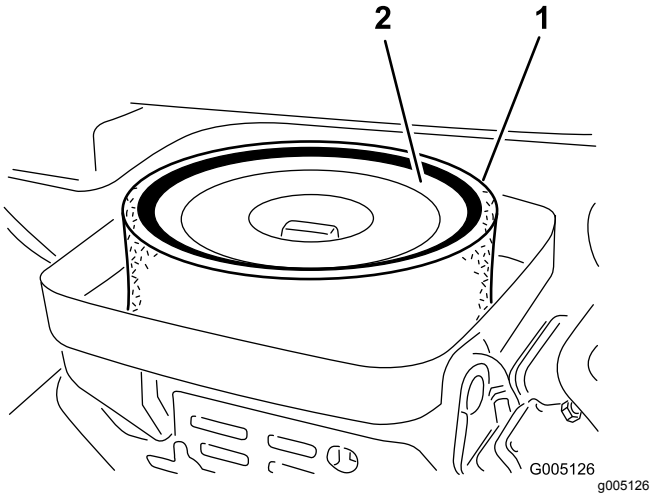

Figur 37
3. Fjern vingemøtrikken, der fastholder elementerne på selve luftfilteret (Figur 37).
4. Hvis skumindsatsen er snavset, skal det fjernes fra papirindsatsen (Figur 37). Rengør det grundigt som følger: